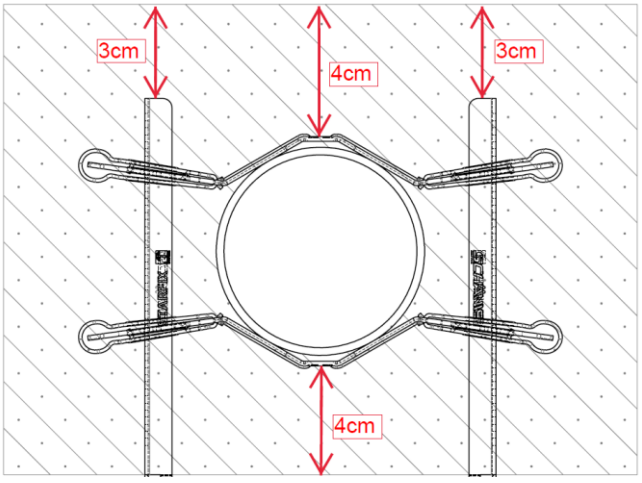

Figure 1
2.1 Les conduites doivent se trouver à une distance minimum de 4 cm par rapport au plafond et au sol, afin que les valeurs acoustiques minimales soient atteintes (voir figure 1).
2.7 Les longueurs de pieds doivent être sélectionnées de manière à ce que les extrémités des pieds se trouvent (voir fig. 1).